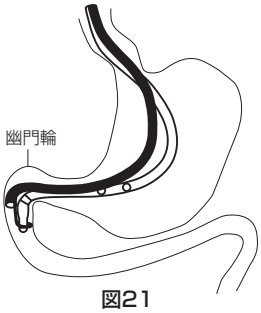

図21
3. スネアで本品をつかんだまま、幽門輪を通過させる（**図21**）。